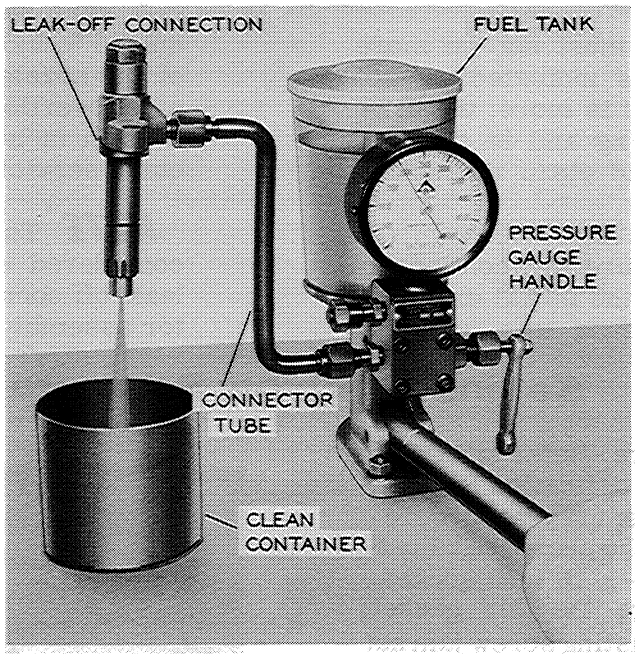

Figure I-15. Testing the Injector on a Bacharach Test Stand
1. Remove the protective cap from the high pressure connection on the nozzle holder and from the nozzle end. Connect the injector to the test stand connector tube as shown in Figure I-15.
2. Close the pressure gauge valve (turn it fully in) Figure I-15, and operate the hand lever reapidly for a few strokes to clear all air from the injector.
1. Open the valve approximately one full turn, Figure I-15. It is not necessary to fully open the gauge valve.
6. While you are checking the opening pressure and the valve for leakage, observe the amount of fuel that comes out of the leak-off connection on the holder body, Figure I-15.